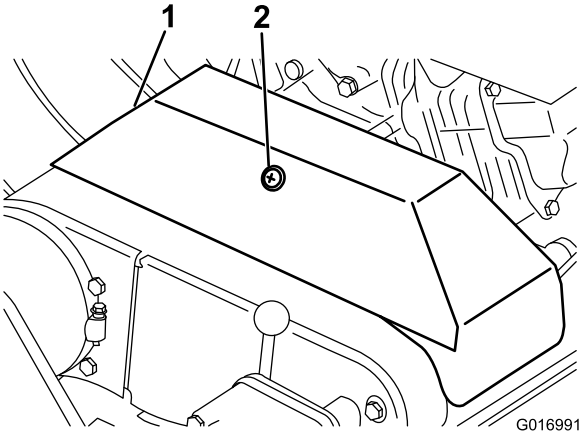

**Figura 36**
3. Desaperte a fixação que prende a cobertura da correia em V e incline a abertura da cobertura (Figura 36).